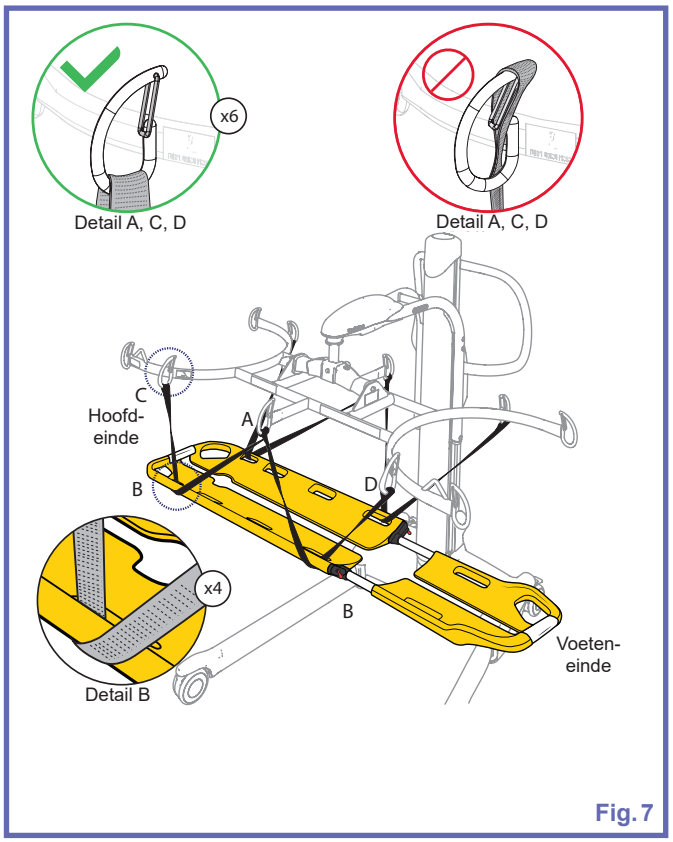

Fig. 7
3) Let erop dat beide lussen goed zijn bevestigd aan de haken, zoals aangegeven in “Fig. 7”, detail A.
Bevestig de banden aan het stretcherframe volgens de locaties die zijn aangegeven in Fig. 7. Het gebruik van deze bevestigingspunten zorgt voor een betere stabiliteit en draagt bij aan het comfort van de zorgvrager.
4) Breng de beide banden aan het hoofdeinde aan door ze onder de Ferno Scoop EXL Stretcher door de ophangpunten te leiden zoals aangegeven in “Fig. 7”, detail B. Bevestig de banden aan de haken van het stretcherframe zoals weergegeven in “Fig. 7”, detail C.
1) Breng de beide banden aan het voeteneinde aan door ze onder de *Ferno Scoop EXL Stretcher* door de ophangpunten te leiden zoals aangegeven in “Fig. 7”, detail B. Bevestig de banden aan de haken van het stretcherframe zoals aangegeven in “Fig. 7”, detail D.